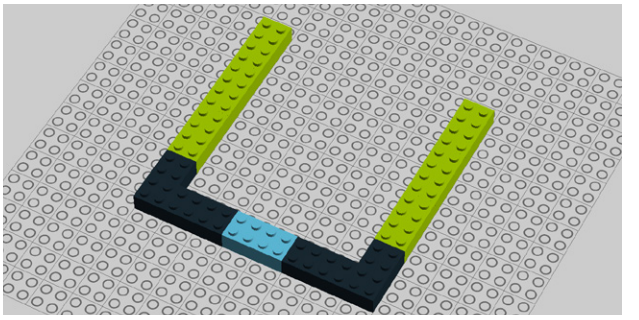

Figure 9-9. *Step 4: Adding more 2x4 bricks*
4. Add six 2x4 bricks (Figure 9-9).